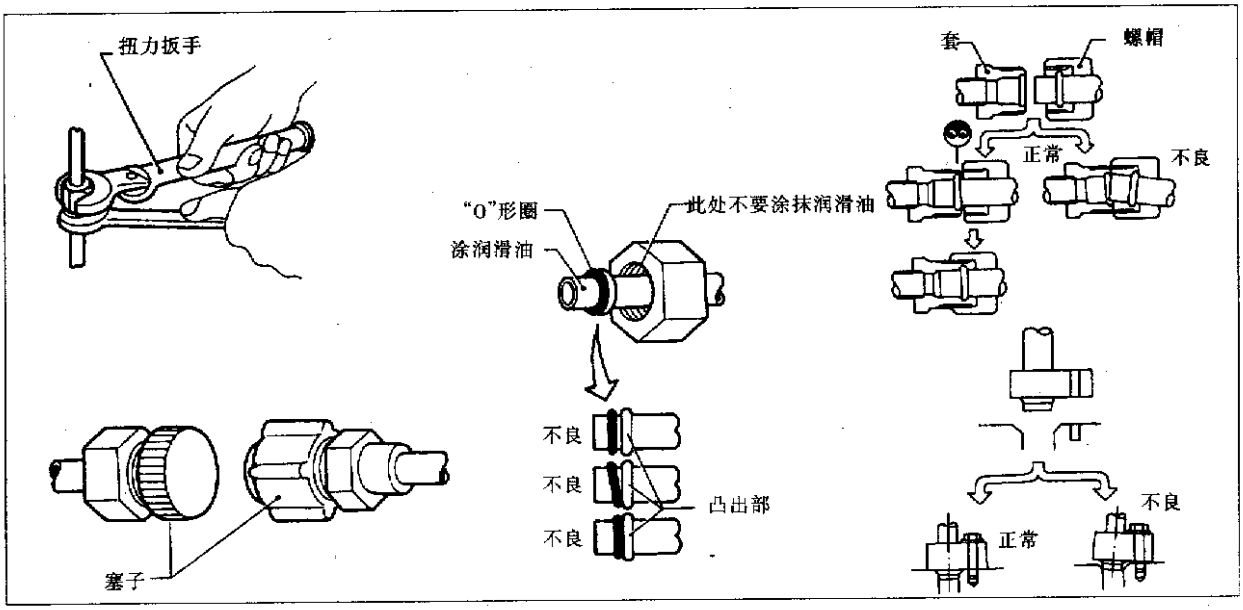

图11－1－1
⑪制冷剂容器和元件内不要通入压缩空气。
⑫维修时全部制冷液应排到回收容器中。系统的压力应小于大气压力，然后慢慢放松排放侧软管接头，拆除接头。
①压缩机拆下后，放置的位置方向应与车上的安装位置方位相同，以免压缩机内的润滑油流入低压气室。
②使用扭力扳手和可逆转扳手安装管接头。
③拆开管子后，立即堵住开口，以防灰尘和潮气进入。
④在车上安装空调系统时，最后一个步骤才是安装管子。只有在连接时才可去除管子和其他部件的密封盖。
⑤允许存贮在冷状态下的部件在拆除密封盖之前加热到工作区域温度，这样可以防止出现冷凝现象。
⑥在加制冷剂之前，应彻底地去除冷凝系统的潮气。
⑦使用过的"O"形圈不能再使用。
⑧连接管子时，按图11－1－1所示润滑。注意：润滑剂不要抹在螺纹上。
⑨"O"形圈应严密地与管子的凸出部贴合。
⑩管子连接好后，进行管子渗漏试验。确保接头处不再渗漏。如果发现气体渗漏处，拆开管接头，更换"O"形圈，然后按规定力矩拧紧密封座接头。
①堵住所有的开口端，防止潮气和外来物质进入。
②压缩机被拆除后，应保持原方位存放。
③更换或修理压缩机时遵循"润滑油的维护"的规定。
④保持离合器和皮带轮摩擦表面的清洁，如果表面被油污染，用干净的抹布蘸轻质油进行清洁工作。
⑤压缩机维护后，用手转动压缩机轴在相反方向各转动5圈以上，这样做可以均匀润滑油的分布。压缩机安装好后，发动机怠速运转，使用压缩机1h。
⑥若更换新的压缩机电磁离合器，施加电压检查工作是否正常。